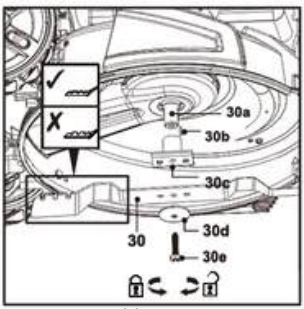

Abb. 27
1. Halten Sie das Fahrwerk und das Schneidwerk (30) sauber und frei von Verunreinigungen. Entfernen Sie Grasschnitt aus der hinteren Auswurföffnung (29).
2. Überprüfen Sie regelmäßig alle Muttern und Schrauben auf festen Sitz, bevor Sie das Gerät benutzen. Nach längerer Verwendung, insbesondere unter sandigen Bedingungen, kann sich das Schneidwerk (30) abnutzen und seine ursprüngliche Form verlieren. Dies verringert die Schnittleistung — in diesem Fall muss das Schneidwerk ersetzt werden.
3. Halten Sie das Schneidwerk (30) scharf, um eine gute Schnittqualität zu gewährleisten. Abgenutzte oder beschädigte Schneidwerke sollten durch neue desselben Typs ersetzt oder von einem qualifizierten Fachmann geschärft werden.
4. Wenn ein Anheben des Geräts nicht möglich ist, kippen Sie es auf die rechte Seite, sodass der Kraftstofftankdeckel (9) nach oben zeigt. Dies verhindert Kraftstoffaustritt und erleichtert das erneute Starten des Motors, da das Risiko des Überflutens des Vergasers (14) reduziert wird.
5. Lösen Sie die Sechskantschraube (30e) gegen den Uhrzeigersinn mit einem passenden Schlüssel (17 mm) und entfernen Sie sie zusammen mit der Unterlegscheibe (30d), dem Schneidwerk (30), dem Messerhalter (30c) und dem Bolzen (30b) vom Spindelzapfen (30a) (Abb. 27).
7. Ersetzen Sie das Schneidwerk (30) durch ein neues desselben Typs. Prüfen Sie den Zustand des Messerhalterflansches (30c) und montieren Sie das Schneidwerk (30) korrekt. Ziehen Sie die Einheit mit der Unterlegscheibe (30d) und der Sechskantschraube (30e) fest. Ziehen Sie die Schraube mit einem Drehmoment von 40–45 Nm an, um einen sicheren Betrieb des Schneidwerks zu gewährleisten.